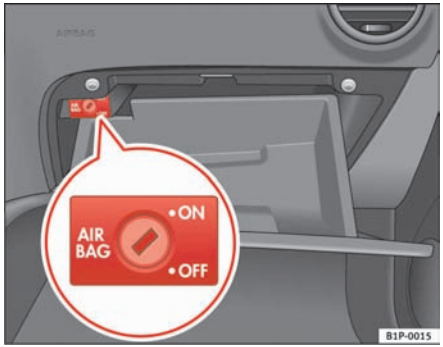

Fig. 25 In the glove compartment: switch for enabling and disabling front passenger airbag
– Turn the ignition key in the key operated switch in the glove box to the position **OFF** ⇒ fig. 25.
– Turn the ignition key in the key-operated switch in the glove box to the position **ON** ⇒ fig. 25.